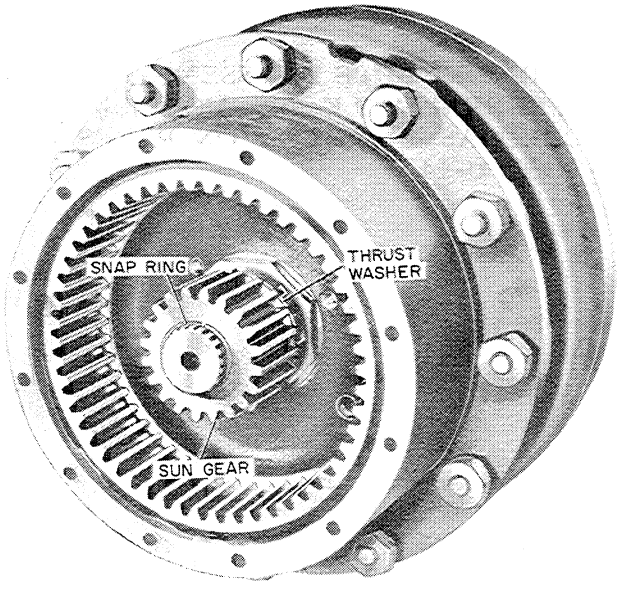

Figure U-19
5. Remove the snap ring from the end of the axle shaft , Figure U-19. The planetary sun gear and thrust washer can then be sliped off the axle shaft, Figure U-19.